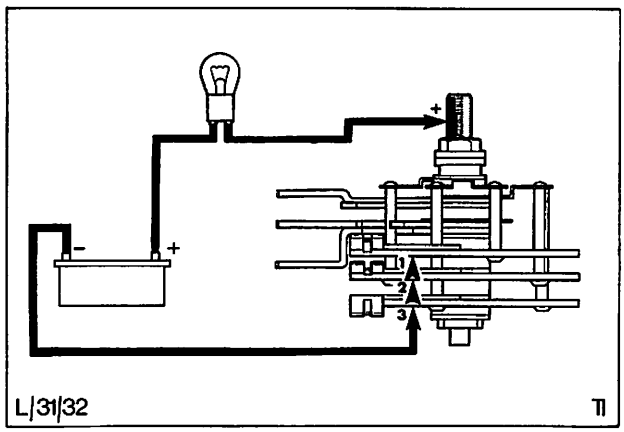

Abb. 54 Minus-Dioden prüfen (22ACR und 23ACR)
b) Prüfspitzen wechseln. Leuchtet die Prüflampe jetzt auf, ist die Diode fehlerhaft. Vorgang zum Prüfen der beiden übrigen Dioden wiederholen, Abb. 54.